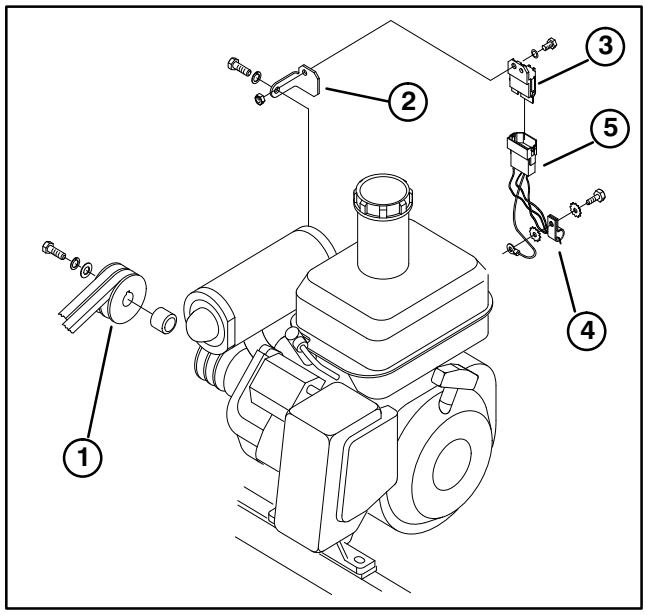

Figure 2
3. Remove capscrew, lockwasher, and spacer securing drive pulley to engine PTO shaft and discard (Fig. 2).
5. Remove capscrew and lockwasher securing clutch interlock module bracket to side of engine (Fig. 2). Discard capscrew and lockwasher.
6. Remove R−clamp securing module wire harness to back of engine (Fig. 2). Discard capscrew, R−clamp and external tooth lockwashers.